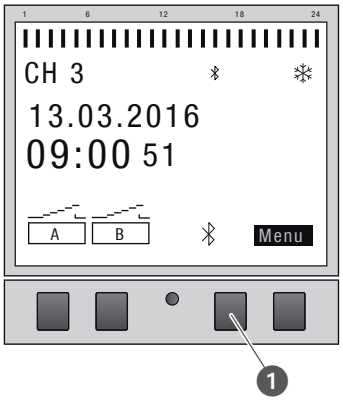

Fig. 22: Establishing a Bluetooth connection to the channel extension
6. Press the Bluetooth button (Fig. 22/❶) on the channel extension.